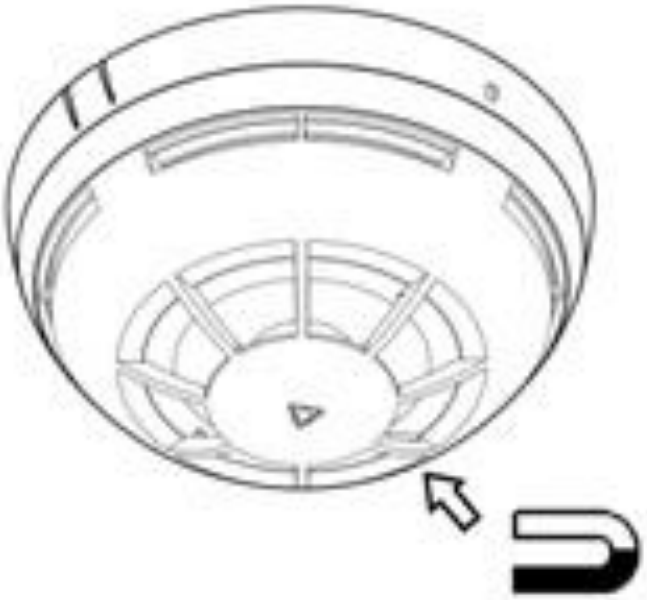

Рисунок 2.2
2.3.2 Поднести постоянный магнит к краю корпуса извещателя в область, противоположную обозначенной метками на базе (см. Рисунок 2.2). Извещатель должен сработать (индикация – непрерывное свечение СДИ) в течение времени не более 8 с. ПКУ должен перейти в режим "Пожар".